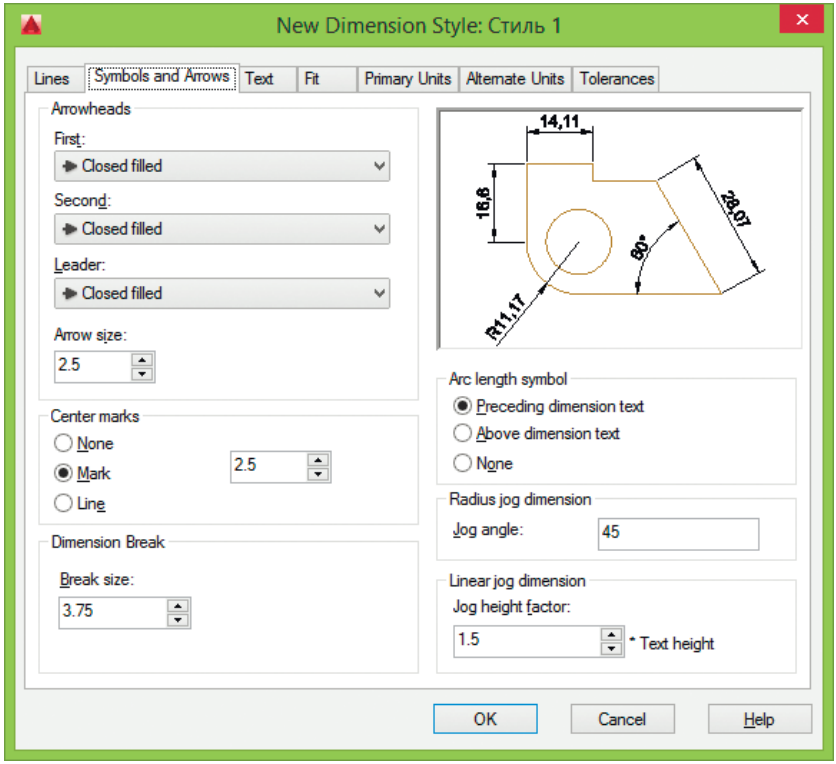

Рис. 11.47. Диалоговое окно определения параметров размерного стиля: вкладка управления символами и стрелками
- ❑ Вкладка **Symbols and Arrows** (рис. 11.47) позволяет осуществлять настройку параметров символов и стрелок: